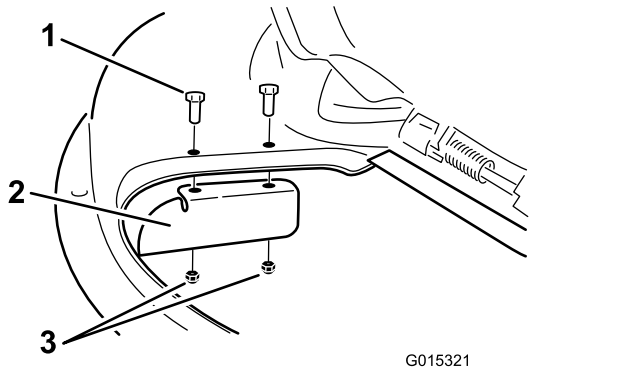

Figura 28
9. Instale o abafador de corte na plataforma do cortador (Figura 28).
3. Retire o abafador de corte da plataforma do cortador (Figura 28).